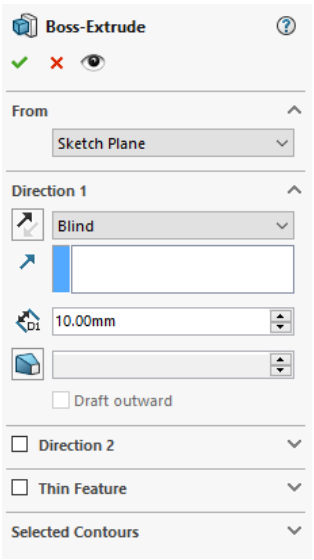

*Figure 2-78 The **Boss-Extrude PropertyManager***
1. Choose the **Extruded Boss/Base** button from the **FeaturesCommandManager**; the sketch is automatically oriented to the trimetric view and the **Boss-Extrude PropertyManager** is displayed, as shown in Figure 2-78.